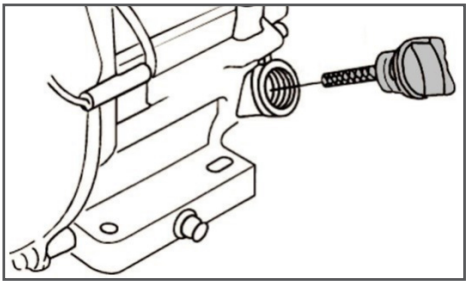

Рис. 8 Крышка-щуп маслозаливной горловины
2. Открутите крышку-щуп маслозаливной горловины и извлеките щуп (Рис. 8).